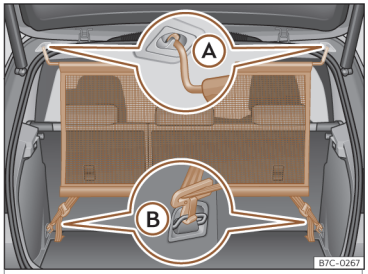

Fig. 117 Red de separación montada.
- Enganche la red de separación en el alojamiento izquierdo del techo»» **fig. 117** Ⓐ. Asegúrese de tirar de la varilla transversal hacia abajo más allá de la posición superior.
- Enganche la red de separación en el alojamiento derecho del techo comprimiendo la varilla transversal»» **fig. 117** Ⓐ.
- Enganche los dos ganchos de la red de separación en las argollas de amarre del maletero»» **fig. 117** Ⓑ y tense bien los cinturones de fijación.